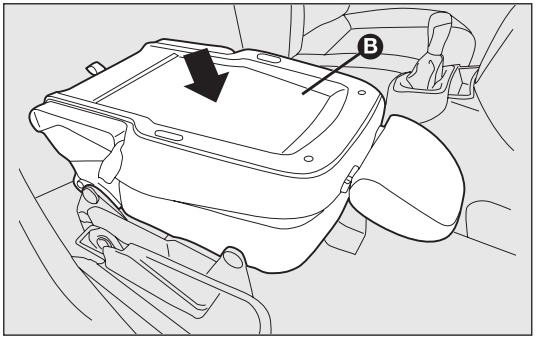

fig. 23 F0V0143m
- ❒ then push the backrest B-fig. 23 down: the seat is now completely folded over on itself into the "table" position;